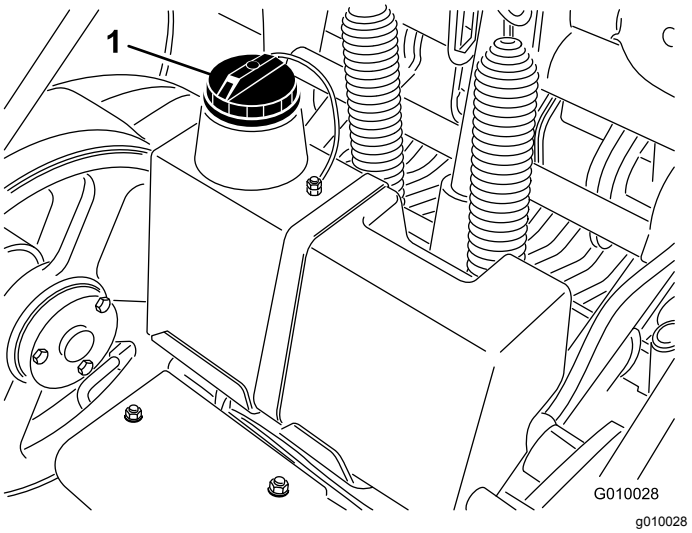

**Figur 19**
3. Gör rent omkring påfyllningsröret och hydraultanklocket (Figur 19). Skruva av tanklocket på påfyllningsröret.